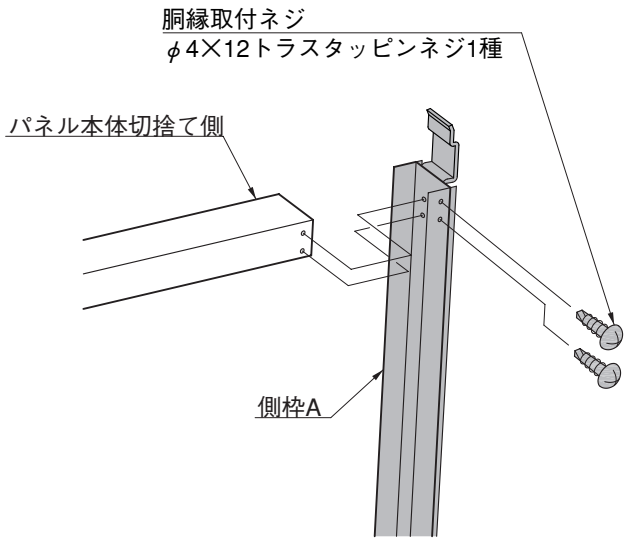

図2-4
❺パネル本体切捨て側から「胴縁取付ネジ」を外し、側枠Aを取り外してください。（図2-4参照）